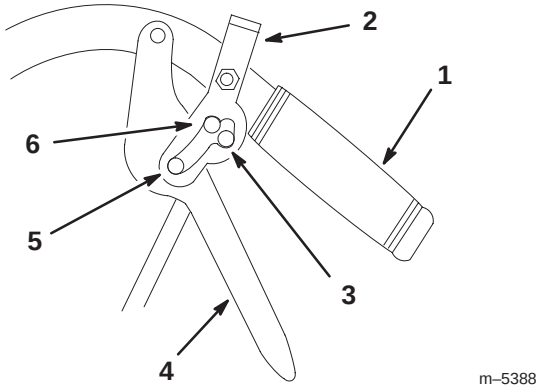

Figure 21
2. Place thumbs on the upper part of of locks and move them back (Fig. 21).
2. Place thumbs on the upper part of of locks and move them forward until in forward slot (Fig. 21).